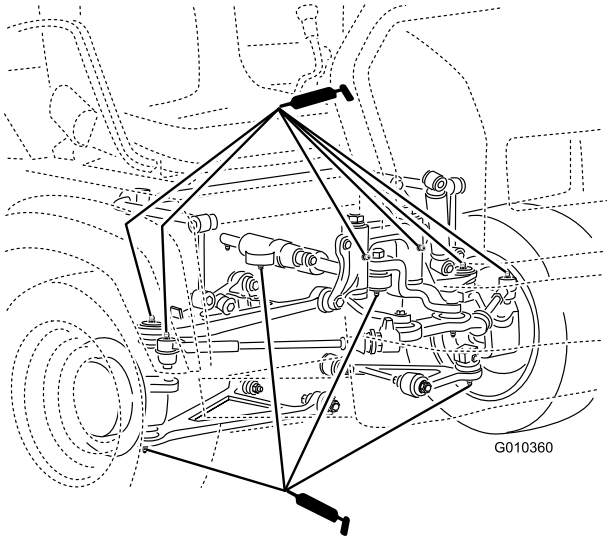

Figur 48
- **Kugleled** (4); se Figur 48
- **Drejebeslag** (2); se Figur 48
- **Styretøjscylinder** (2); se Figur 48
- **Forbindelsesstænger** (2); se Figur 48